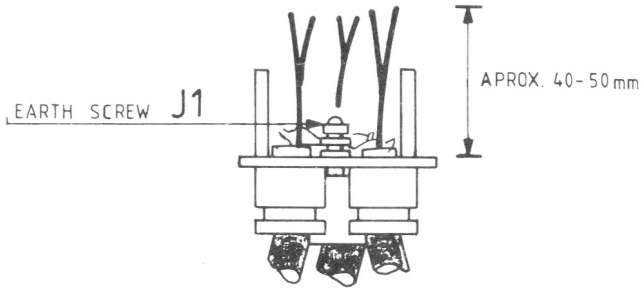

Fig. 4.4.
4.2.2. Remaining cables to be run will depend on the number of slave units to be installed, and whether data transmission to computers is required. Full details are given in interconnecting diagram, Fig. 4.4.